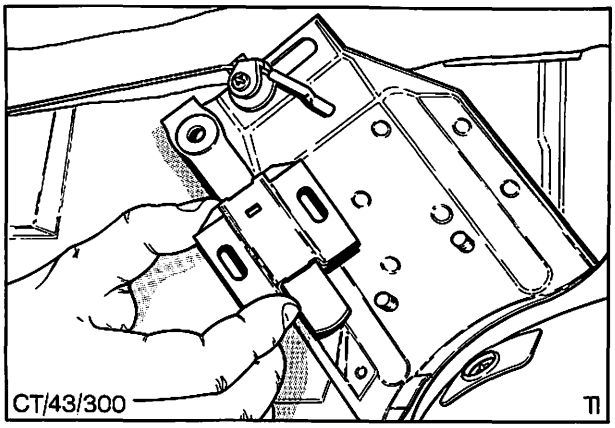

Abb. 65 Hintersitzlehnenverriegelung ausbauen
3. Muttern und Unterlegscheiben entfernen und Arretierung mit Seilzug ausbauen. Seilzug von der Arretierung trennen, Abb. 65.